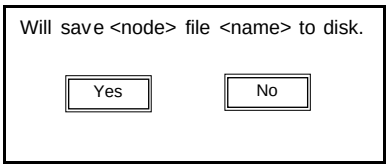

Figure 2-46 FLASH Download Tool Upload Window
If a second pop-up to upload appears (see Figure 2-46), the number entered is not matching what is on the system Disk. There is likely a problem with the serial number that was entered. Select NO and recheck the number.
b.) **Collimator & CCB Replacement Case** - The serial number entered matches the unique ID on the collimator, (and therefore is a different ID than what is on the system disk), then an additional window (refer to Figure 2-46) appears, and the user is informed that the serial number entered requires the *upload* of a file from the **CCB** to the system disk. The user is then able to accept or refuse the file transfer.